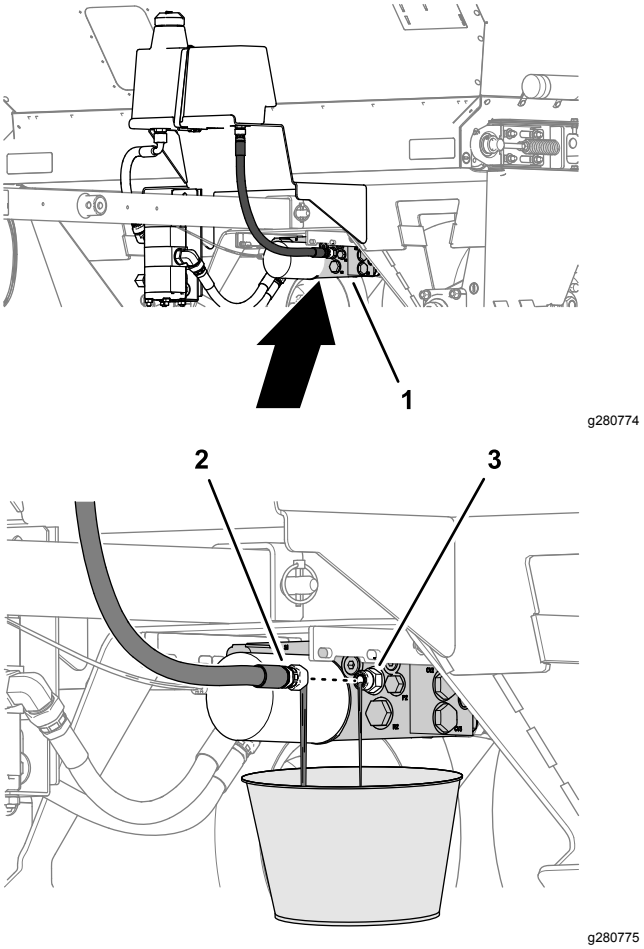

**Figur 37**
2. Placer en dræningsbakke med kapacitet til 9,5 liter under hydraulikmanifolden (Figur 37).
3. Afmonter returslangen fra fittingen i hydraulikmanifolden, og dræn hydraulikvæsken helt (Figur 37).
4. Monter og stram returslangen (Figur 37).